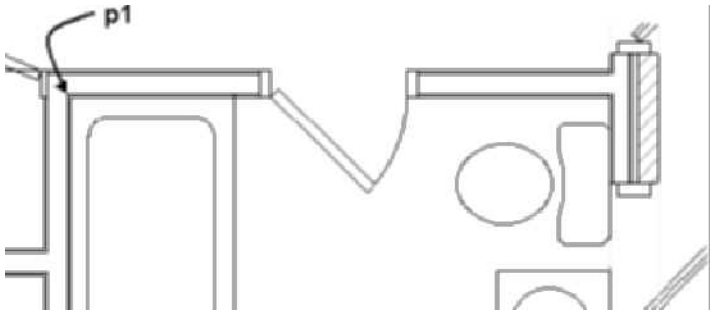

FIGURE 10.41 *Insertion point of tub*
21. Insert the tub using the **Endpoint** object snap at **p1** as shown in Figure 10.41. Press ESC to end the insertion.